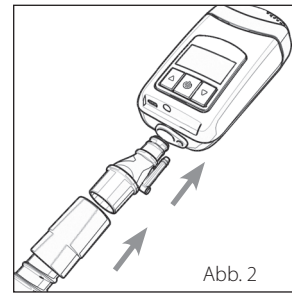

Abb. 2
1. Schließen Sie das eine Ende des ***CPAP-Schlauchs*** am runden Ende des ***Schlauchadapters*** an, dann setzen Sie das andere Ende des ***Schlauchadapters*** in den Anschluss am ***Z1*** ein. (Abb. 2)